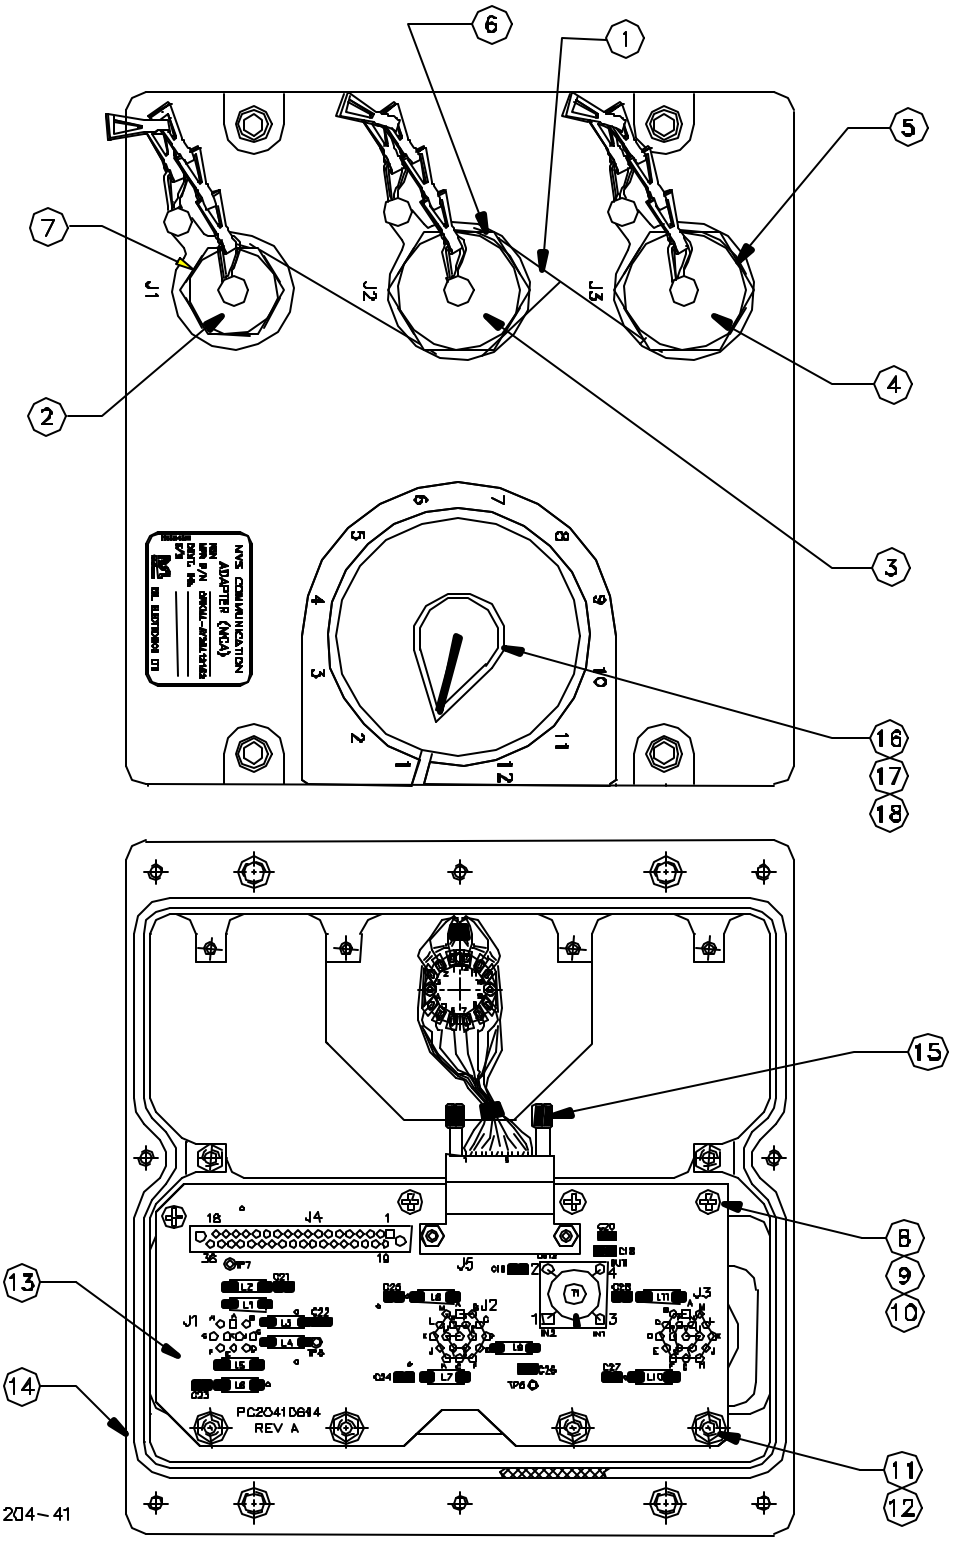

Figure H-11. EMI-Filter & Switch Assembly Installation
H.6.5 Removal (Refer to Figure H-11)
H.6.6 Installation (Refer to Figure H-11)
H.7.4 Removal (Refer to Figure H-11)
b. Remove switch Knob (16).
c. Remove switch nut and washer key (17/18).
d. Release switch assembly connector (15) from EMI-filter (13).
H.7.5 Installation (Refer to Figure H-11)